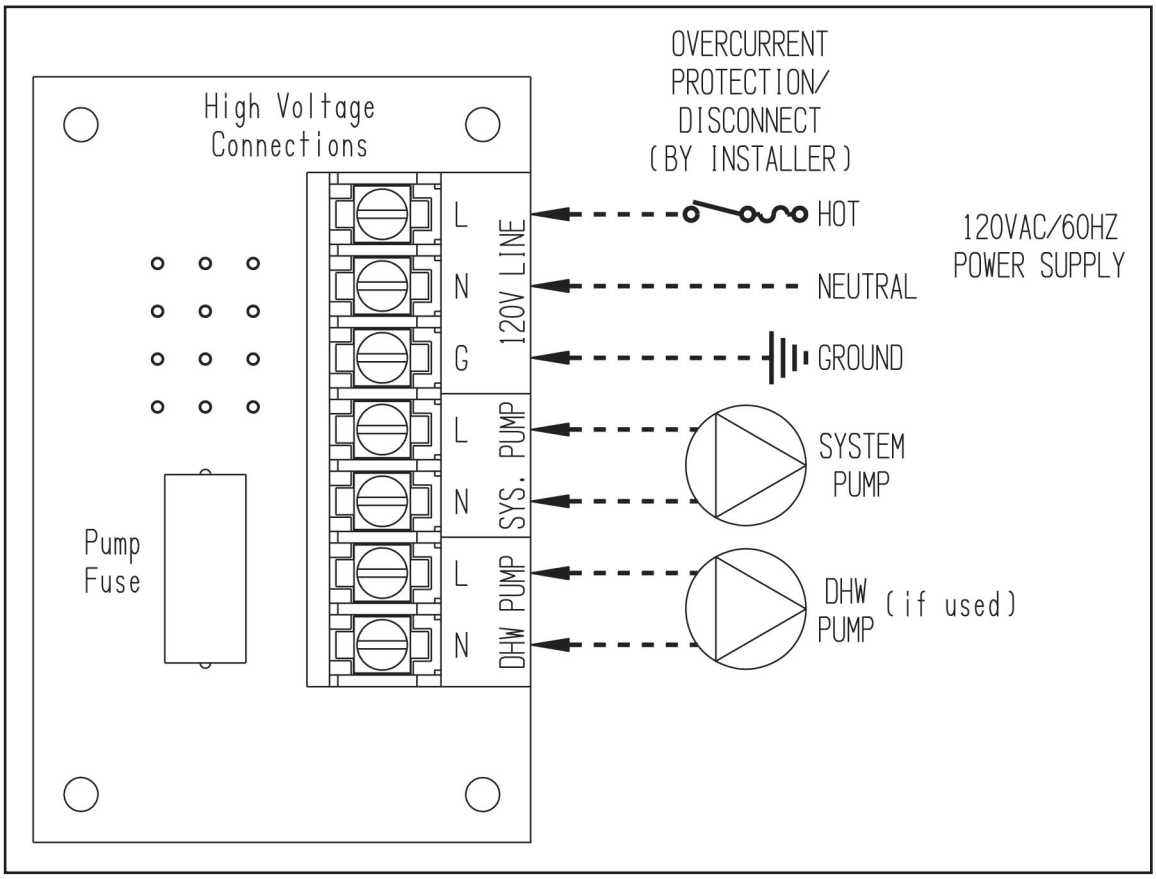

Figure 10.2: High Voltage PCB Terminal Connections
1) Line Voltage (120 VAC) Field Connections – See Figure 10.2 for line voltage connections. Provide a dedicated circuit for the boiler of 15A or greater. A service switch is recommended and is required by many local codes. Locate this switch in accordance with local codes or, in the absence of any, in a location where it can be safely accessed in an emergency involving the boiler. All 120VAC connections to the boiler itself are made on the terminal strip on the high voltage PCB located on the left side if the wiring compartment. From top to bottom, the connections on the terminal strip are: